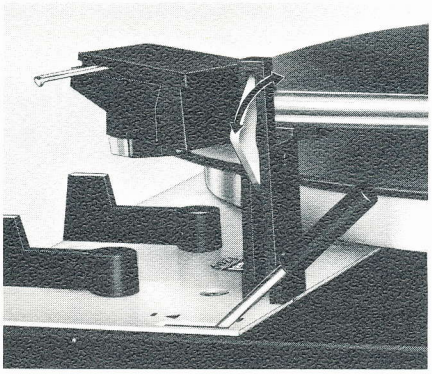

Fig. 7
Dann wählen Sie die erforderliche Plattenteller-Drehzahl ①, stellen die Drehtaste ⑮ auf den Schallplatten-Durchmesser (17, 25 oder 30 cm, bzw. 7, 10 oder 12") ein und entriegeln den Tonarm (Fig. 7).
Bemerkung: Nach dem Spielen der Schallplatte oder der letzten Platte eines Stapels kehrt der Tonarm automatisch auf seine Stütze zurück. Das Gerät schaltet sich aus. Es empfiehlt sich, nach Beendigung des Spieles den Tonarm zu verriegeln (Fig. 7).